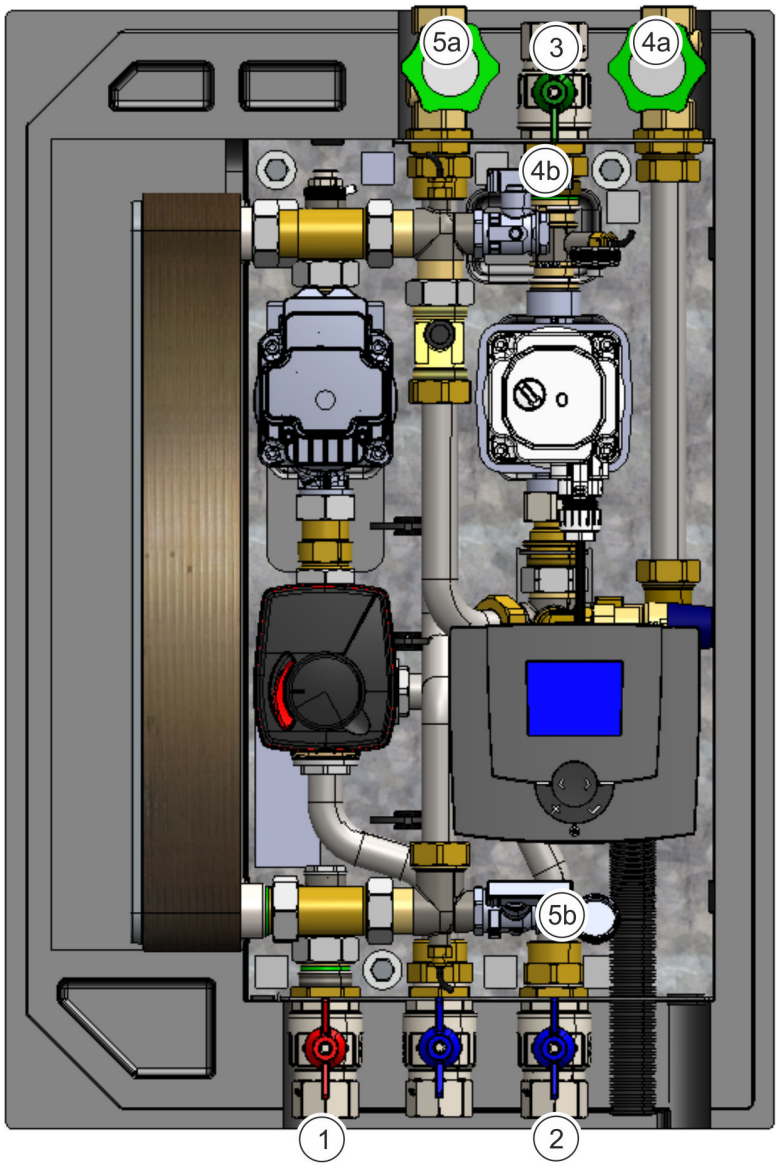

Fig. 26: Riempimento del modulo per acqua calda sanitaria
5. Aprire lentamente l'attacco della linea di alimentazione principale di acqua potabile (Fig. 26/4a o 4b).
6. Aprire l'attacco della distribuzione di acqua potabile (calda) (Fig. 26/5a o 5b).
7. Se presente e già allacciato, aprire l'attacco della circolazione integrata (Fig. 26/3).
Aprire lentamente l'attacco primario dell'alimentazione di calore flusso di mandata (Fig. 26/1).
10. Aprire l'attacco primario dell'alimentazione principale flusso di ritorno (Fig. 26/2)